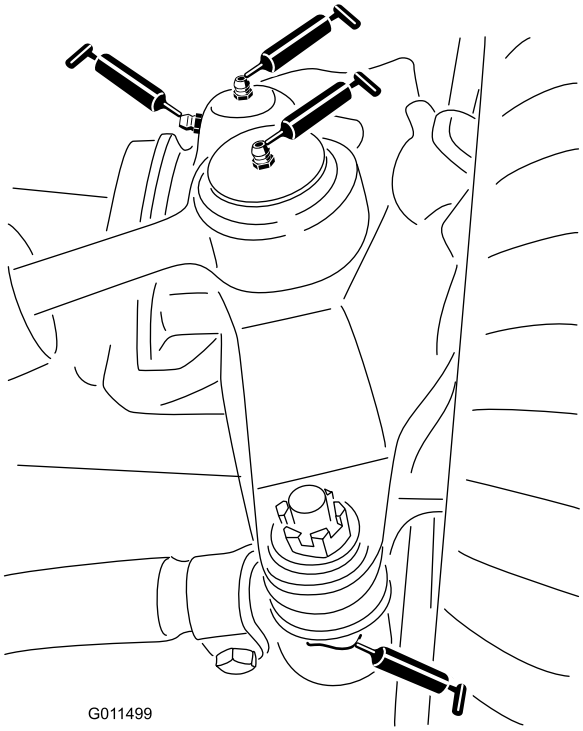

Figuur 42
- 2 kogelverbindingen van de stuurcilinder (Figuur 42)
- 2 kogelverbindingen van de trekstang (Figuur 42)
- 2 lagerbussen van de koppelpen (Figuur 42). **De bovenste nippel op de koppelpen hoeft slechts één keer per jaar te worden gesmeerd (twee keer pompen).**